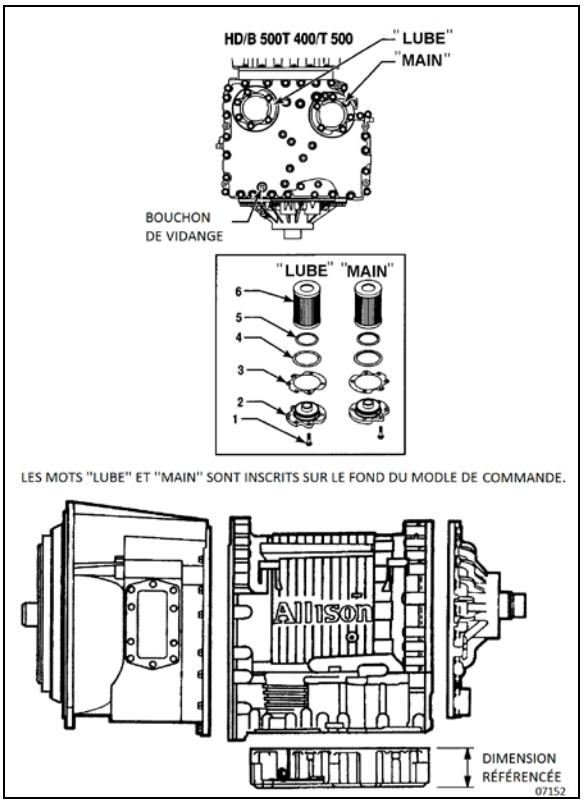

FIGURE 7: BOUCHON DE VIDANGE ET FILTRES
2. Démonter le bouchon de vidange situé sous la transmission (FIGURE 7) et laisser l'huile se vidanger dans un récipient approprié.
3. Enlever douze boulons (1), deux couvercles de filtre (2), deux joints (3), deux joints toriques (4), deux joints toriques (5) et les deux filtres (6) du bas du module de commande (FIGURE 7).
4. Lors de la pose des pièces, lubrifier et poser des joints toriques neufs (4) et (5) sur chaque couvercle (2). Lubrifier le joint torique intérieur du filtre (6) et pousser le filtre sur le couvercle (2). Poser des joints plats neufs (3) sur le couvercle (2) et aligner les trous du joint sur les trous du couvercle.